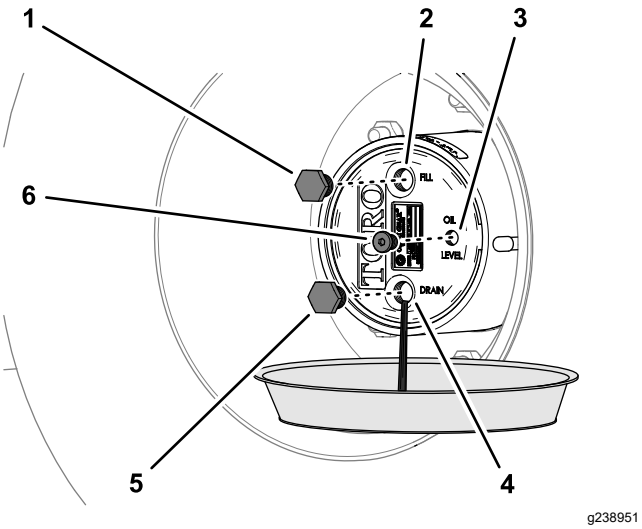

**Figur 99**
2. Placera ett dräneringskärl under planetväxelns nav, ta bort avtappningspluggen, påfyllningspluggen och kontrollpluggen och låt allt smörjmedel rinna ut (Figur 99).